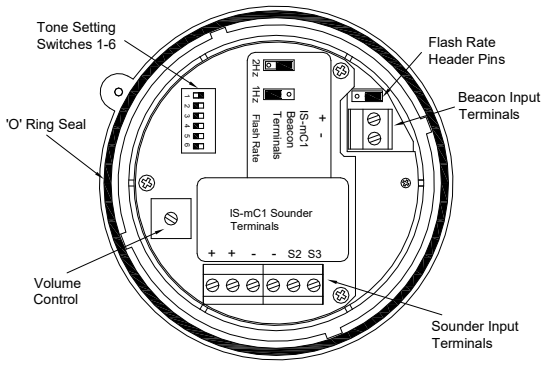

Fig 2 Location of field terminals and controls.
Power is supplied to the sounder section via the sounder input terminals + and – on the sounder PCB (see Fig 2) and the terminals have the following input safety parameters:
Power is supplied to the beacon section via the beacon input terminals + and – on the beacon PCB (see Fig 2) and the terminals have the following input safety parameters:
c. Fit the required number of 20mm cable glands or conduit entries into the base and connect the field wiring to the appropriate sounder terminals as shown in section 6 and fig 2 of this manual. The power supply terminals + and - are duplicated so that sounders may be connected in parallel, or an end of line monitoring resistor may be fitted.
d. Select the required sounder output tone by positioning the six switches as shown in Table 1 and Fig 2.
f. Check that the 'O' ring seal is correctly located on the sounder/beacon section (see Fig. 2) and insert the sounder/beacon section into the base. Push it fully home and turn it clockwise to align the mouldings before tightening the security screw.
Tone Selection – To select the required first stage tone set the tone switches 1 to 6 (see Fig 2) to the tone setting shown in the table below. The table also shows which 2nd and 3rd stage tones are available for use with the selected first stage tone if more than one tone output stage is required.